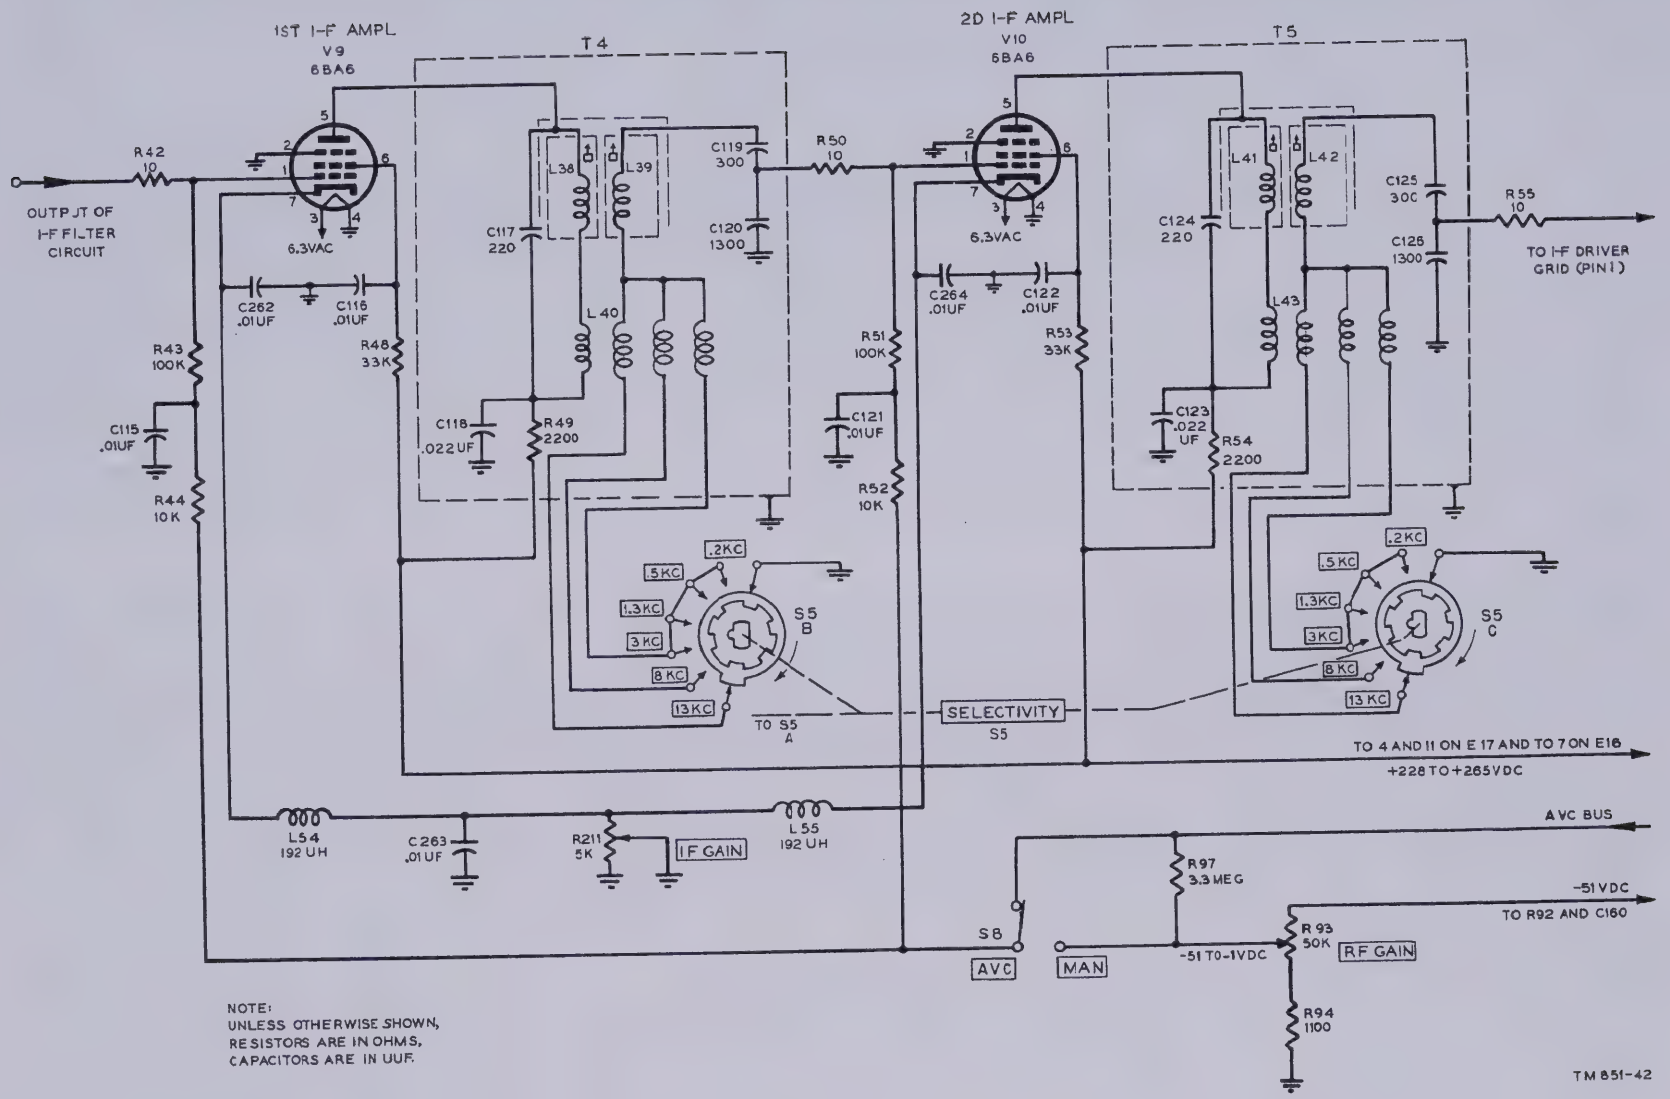

Figure 36. Radio receiver R–320A/FRC, schematic diagram of two-stage i-f amplifier.
d. Radio Receiver R–320A/FRC incorporates an IF GAIN control (fig. 36) which provides for the separate adjustment of the gain of two-stage i-f amplifiers V9 and V10. IF GAIN control R211 is connected from the junction of the r-f coils L54 and L55 to ground. Capacitors C262, C263, and C264 in conjunction with L54 and L55 form a filter network between the cathodes of V9 and V10 and ground, so that, with regard to the 455-kc signal, both are effectively at ground potential. The d-c voltage drop across the IF GAIN control, caused by the d-c flow from both tubes, provides for self-biasing each tube. R211 controls the i-f gain of both tubes.
circuitry (fig. 36), incorporated in the Radio Receiver R–320A/FRC, is described in paragraph 63*d*.